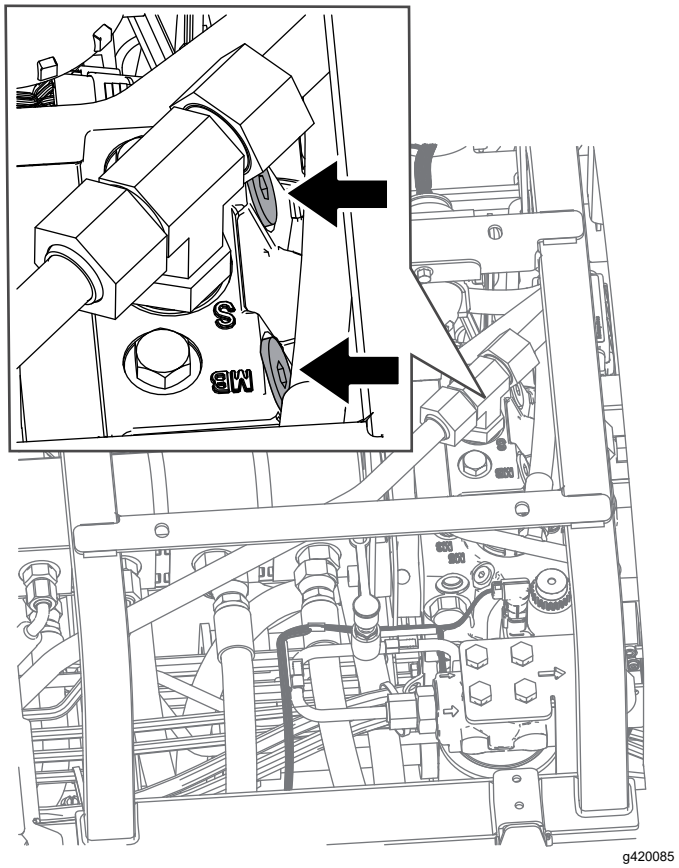

Figuur 62
2. Zoek de omloopkleppen onder de stoel en aan de bovenkant van de hydrostaat (Figuur 62).